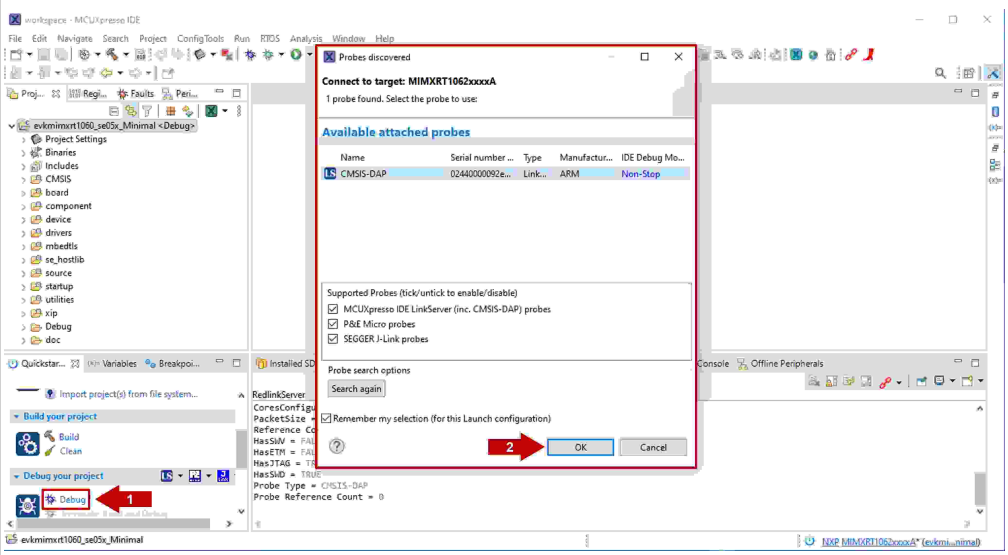

Figure 19. Debug projects in MCUXpresso workspace
5. Go to the MCUXpresso Quickstart Panel and click on the *Debug* button as shown in Figure 19. If there is more than one probe attached, you have to select the CMSIS-DAP debug probe from the list. Wait a few seconds until the project executes.